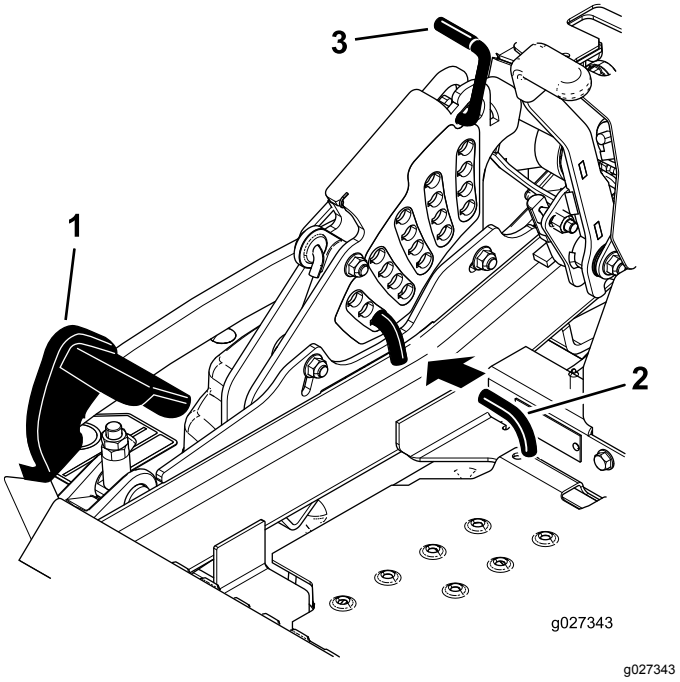

Figuur 26
2. Trap het maaidekpedaal in en breng het maaidek omhoog tot de transportstand (dit is tevens de maaihoogtestand van 140 mm), zie Figuur 26.
3. Om dit aan te passen, draait u de pen 90 graden en verwijdert u de pen uit de maaihoogtebeugel (Figuur 26).
4. Kies de opening in de maaihoogtebeugel die overeenkomt met de gewenste maaihoogtestand, en steek de pen daarin (Figuur 26).